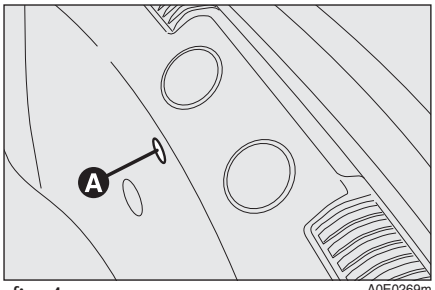
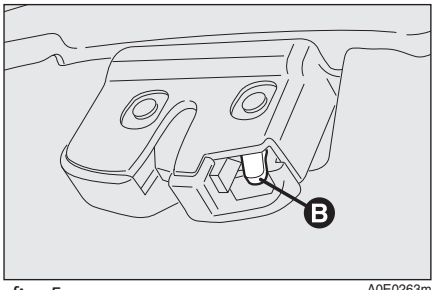

fig. 4 A0E0269m
fig. 5 A0E0263m
- ❒ take the screwdriver from the tool container and working inside the boot (on the rear part), fit it into seat **A-fig. 4** and then operate lever **B-fig. 5**.